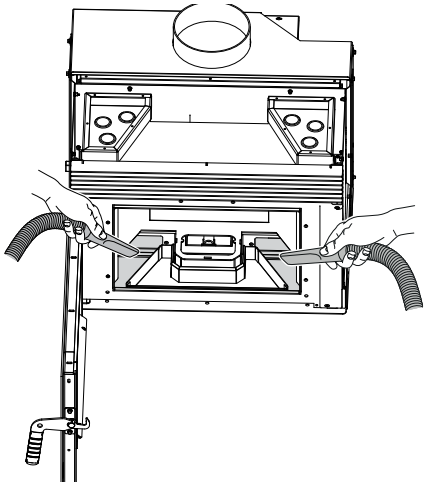

Abb. 7.19
F) Aspirar residuos de ceniza (Fig. 7.19).